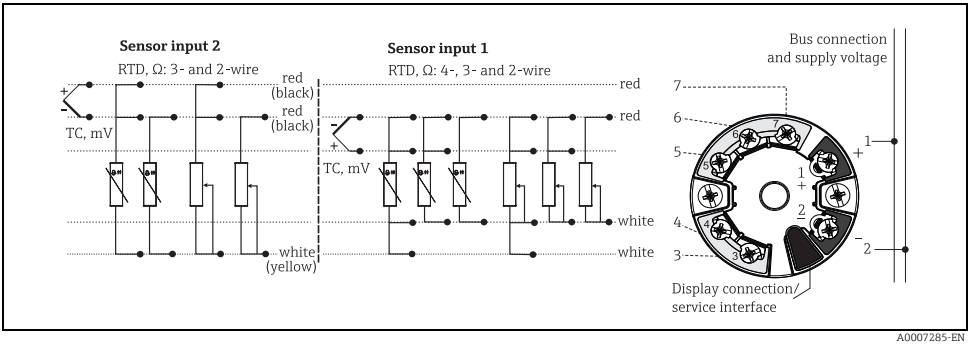

Fig. 5: Wiring the head transmitter
3. Connect the cables as shown in → Fig. 5. If the head transmitter is fitted with spring terminals, please pay particular attention to → 33.